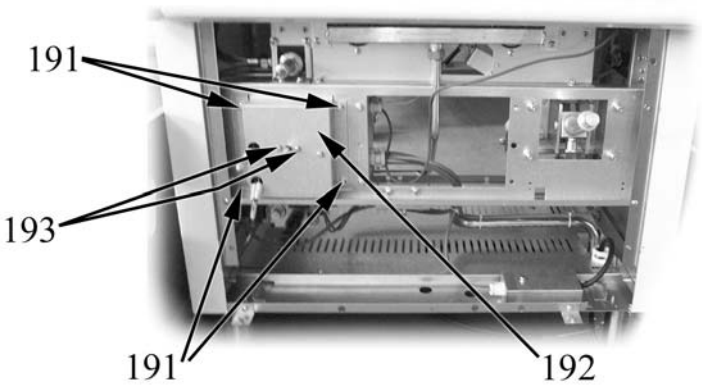

Fig. 19
- unscrew the screws (item 191 in Fig. 19) that fix the protective plate (item 192 in Fig. 19);
- unscrew the screws (item 193 in Fig. 19) that fix the switch to the protective plate (item 192 in Fig. 19);